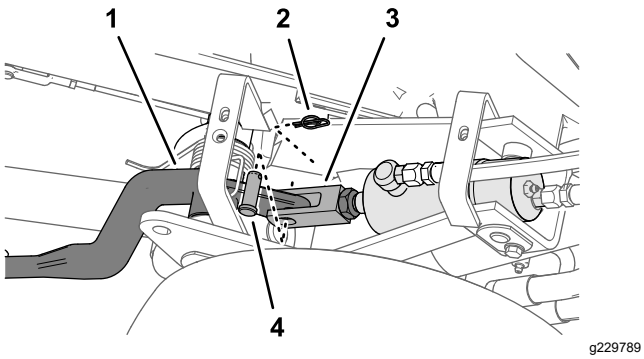
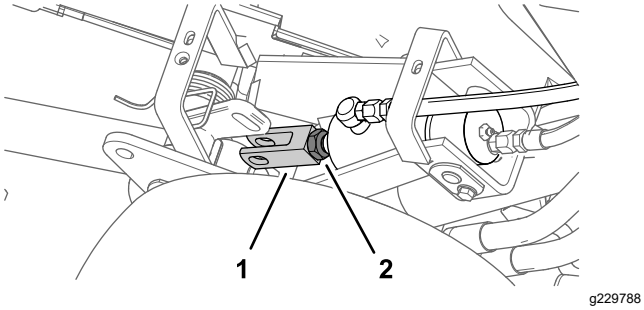

Figure 54
Figure 55
3. Desserrez le contre-écrou qui fixe la chape au vérin de l'unité de coupe que vous devez régler (Figure 54).
4. Déposez la goupille de fixation et l'axe de chape (Figure 54)
5. Tournez la chape pour obtenir la hauteur voulue (Figure 55).
6. Montez la chape sur le bras de levage avec l'axe de chape et la goupille de fixation, et serrez l'écrou de blocage (Figure 54 et Figure 55)